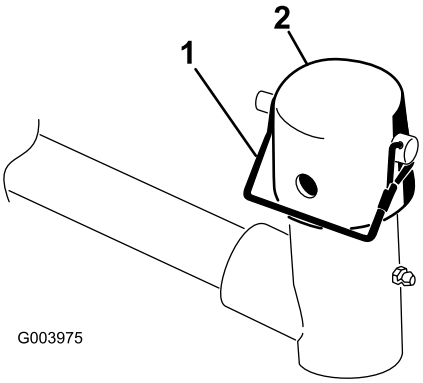

Figur 6
6. Demontera låsstiftet och locket på lyftarmens svängok (Figur 6).
10. Fäst locket och bärramens axel på lyftarmens ok med hjälp av låsstiftet (Figur 6).